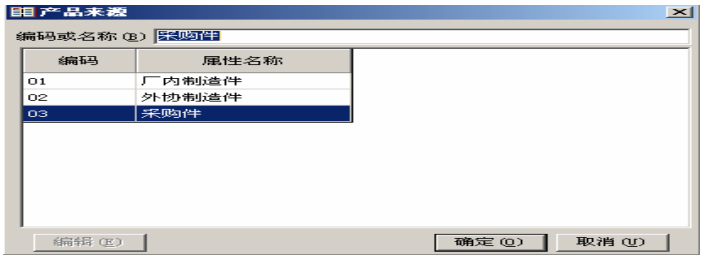

图 2-1-02-02 产品来源
6、产品来源：标识物料的来源，是采购的，还是自制的。选项为系统默认，如图 2-1-02-02